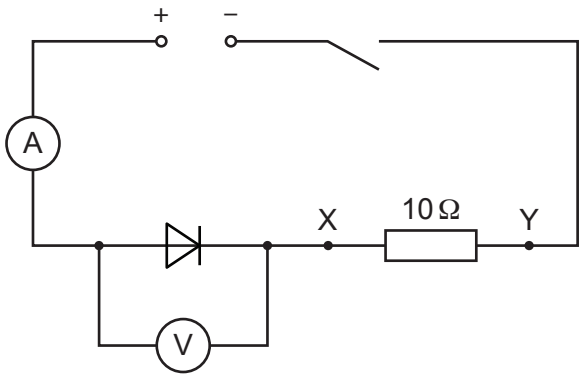

Fig. 2.1
(vi) Sufficient connecting leads to set up the circuit shown in Fig. 2.1. See note 6.
5. The resistors labelled '3 Ω' and '7 Ω' must be placed by the side of the circuit shown in Fig. 2.1.
6. The supervisor must set up the circuit as shown in Fig. 2.1. The terminals X and Y must be clearly labelled. The supervisor must check the circuit by closing the switch. Readings should be obtained on the ammeter and voltmeter. If the ammeter reading is zero, the supervisor should check that the diode has not been connected the wrong way around.
Restore the circuit to its original state, as shown in Fig. 2.1, and check that the voltmeter and ammeter readings have not changed significantly. If the current is zero, then the diode must be replaced. If cells are used, they may need to be replaced.